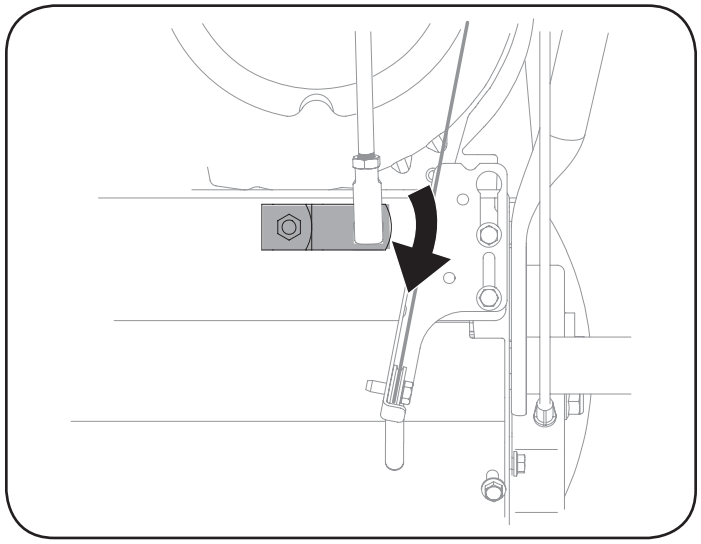

Figura 62
3. Gire el soporte de cambio hacia abajo lo más que se pueda. Consulte la Figura 62.
4. Gire la férula hacia arriba o hacia abajo en la varilla de cambios según sea necesario hasta que quede alineada con el orificio superior de la palanca de cambios. Consulte el recuadro de la Figura 62.